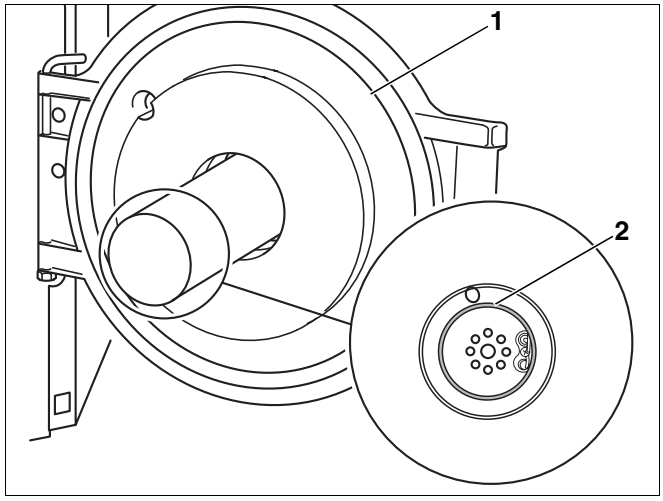

Abb. 36 Korrekten Sitz der Dichtung kontrollieren
- Bei geöffneter Brennertür (Abb. 36, **Pos. 1**) den korrekten Sitz der Dichtung (Abb. 36, **Pos. 2**) prüfen.
- Brennertür schließen (Abb. 36, **Pos. 1**) und Befestigungsschrauben der Brennertür festziehen.